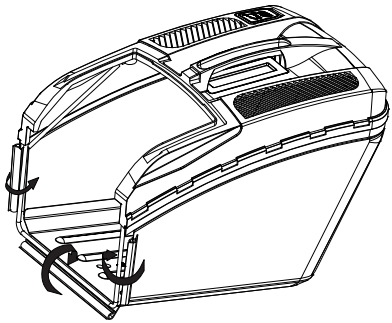

Рис. 9. Крепление нижней части травосборника
7. Закрепите нижнюю (тканевую) часть травосборника. Для этого защёлкните зацепы на рамке травосборника (Рис. 9).